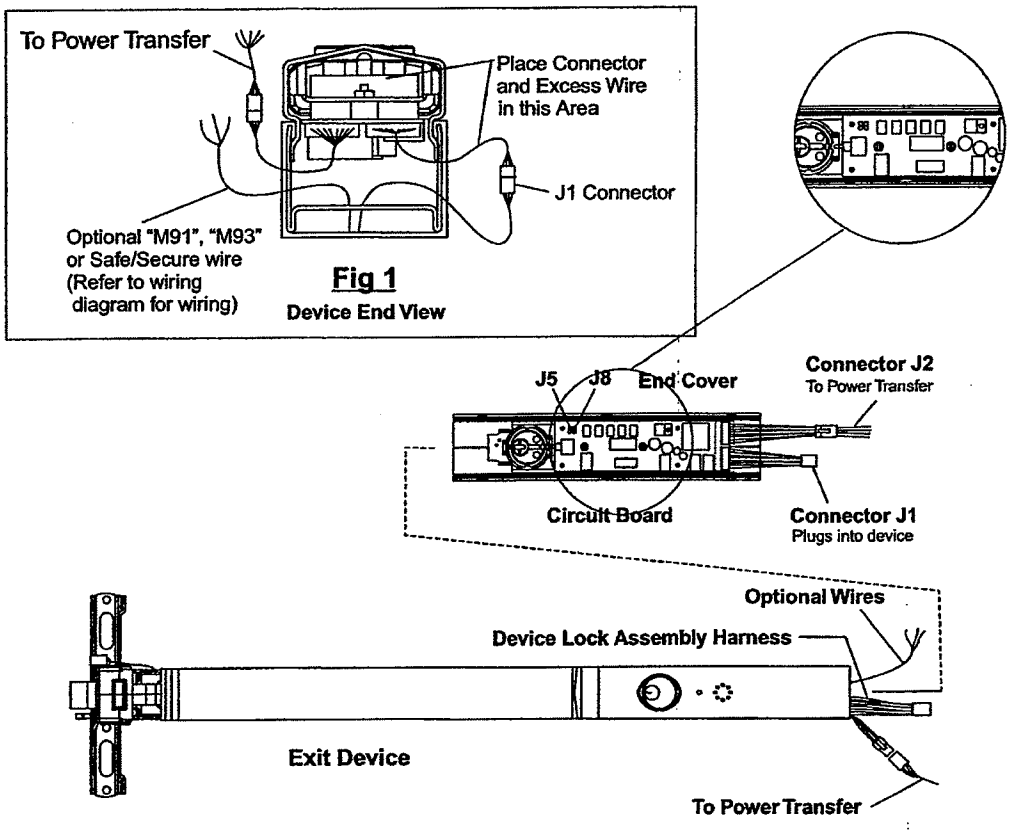

Fig 1
5. Connect the device lock assembly harness to connector J1. Place wire connectors and excess wire between end cover and P.C. Board. (Fig. 1)